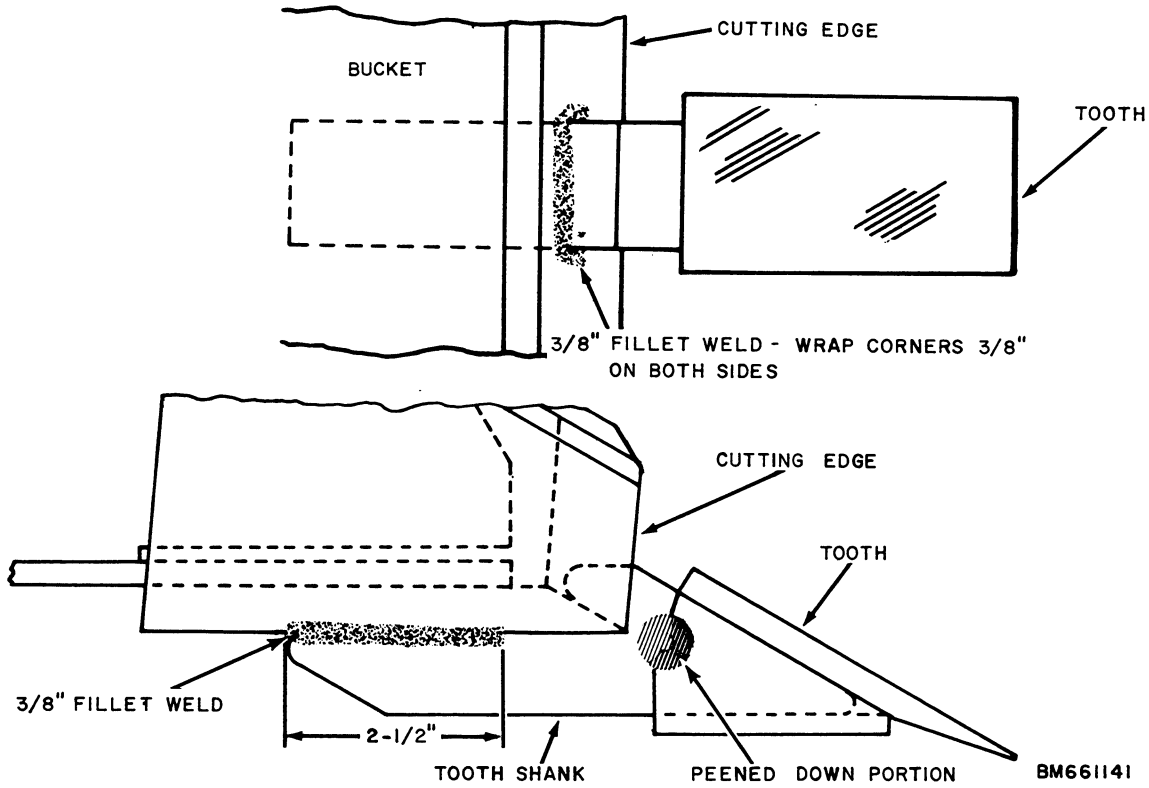

Figure 3D-28 - Replacing "Peened Type" Bucket Teeth and Shanks
2. Use a weld rod meeting A.W.S. specification E-7018 to weld the new shank to the bucket. Figure 3D-28.